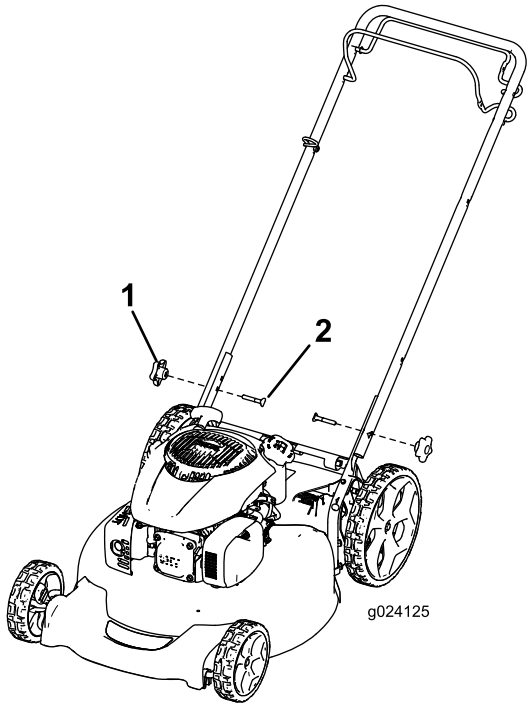

Figura 3
1. Retire los pomos del manillar de la carcasa de la máquina (Figura 3).
2. Mueva el manillar a la posición de operación (Figura 3).